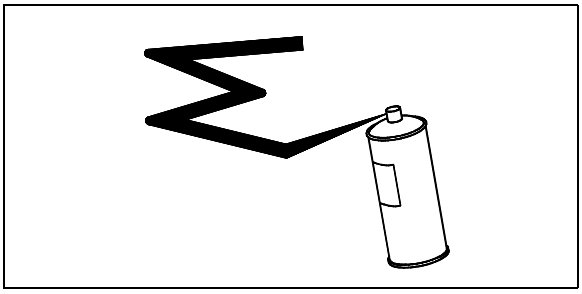

FIGURE 9: AEROSOL PAINT 18094
3. Apply the recommended repair paint, either aerosol or air spray gun, to the damaged area. The can or spray gun should be kept at a distance of 6" to 10" (150 to 250 mm) from the surface to be covered, with continuous side-to-side motion, sweeping across the damaged area. To assure a good blend with existing paint, the sweeping motion should begin and end to the side of the area to be covered. Larger areas to be covered will require the back-and-forth sweeping motion to be gradually moved up or/and down, as shown in figure 9.